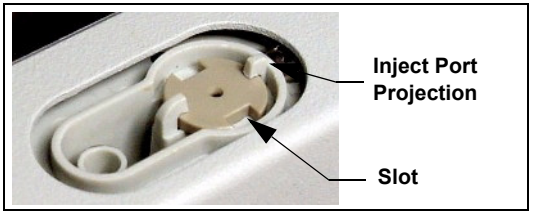

Figure 5-23. Inject Port
8. Rotate the bottom fitting until the slots are perpendicular to the projections on the inject port (see Figure 5-23).